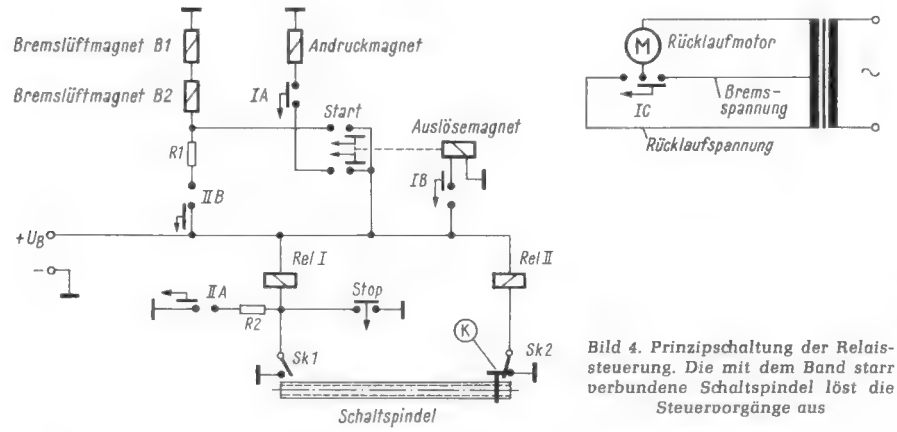

*Bild 4. Prinzipschaltung der Relaissteuerung. Die mit dem Band starr verbundene Schaltspindel löst die Steuervorgänge aus*
*Rechts: Bild 4. Chassisansicht des Tonbandteiles. Vorn die große Anzeigeskala, hinten ist stehend die gedruckte Platine zu erkennen*
Die Mechanik des Gerätes weist zahlreiche interessante Einzelheiten auf. *Bild 4* vermittelt zunächst einen Gesamteindruck vom Chassis. Das 10 cm breite Band wird auf zwei hier senkrecht stehenden Trommeln aufgewickelt. Der Tonkopf sitzt auf einer senkrechten Schlittenführung. Die Höhe wird durch den Spurwähler eingestellt. Weil die komplizierten mechanischen Steuervorgänge der üblichen Tonbandgeräte entfallen, ergibt sich eine sehr einfache Wirkungsweise. Ein Spaltpolmotor treibt über einen elastischen Flachriemen eine Schwungmasse an. Von ihr wird das Drehmoment über ein Gummireibrad auf die Aufwickeltrommel übertragen. Da es sich jeweils um das gleiche Tonband handelt, war es nicht notwendig, das Band mit einer definierten Geschwindigkeit am Kopf vorbeizuführen. Die Bandgeschwindigkeit beträgt daher im Mittel 12 cm/sec. Sie unterschreitet in keinem Fall 9,5 cm/sec. Die Geschwindigkeit ist zwar abhängig von der Stärke des Wickels der Antriebsspule, doch können sich diese Unterschiede nicht auf die Wiedergabegeschwindigkeit auswirken, weil stets konstante Verhältnisse vorliegen.
Die zweite Forderung, einfache Bedienbarkeit, verlangt zunächst den Fortfall aller überflüssigen Bedienungselemente. Abgesehen von den Einstellern für Lautstärke und Klangfarbe hat der Magnetbandspieler nach *Bild 4* lediglich noch einen Startknopf sowie den mechanischen Spurwahlschalter, mit dem die Stufenscheibe betätigt wird. Hingegen fehlen die sonst üblichen Tasten für Vor- und Rücklauf.
Zum Verständnis der in Bild 4 wiedergegebenen Prinzipschaltung muß nochmals auf Bild 3 verwiesen werden. Dort ist die mit dem Aufwickelteller (13) starr verbundene Schaltspindel (14) zu erkennen, auf der sich bandtransportabhängig ein Kontaktschlitten (15) bewegt. Durch ihn werden zwei Schaltkontakte betätigt, und zwar am Bandanfang Sk 2 (16), am Bandende Sk 1 (17).
In der Bereitschaftsstellung des Gerätes (Bild 4) ist eine beliebige Spur gewählt, die Starttaste jedoch nicht gedrückt. Das Band steht also in der Anfangsstellung, sozusagen auf dem Startpunkt, wobei der Schaltkontakt Sk 2 durch den Kontaktschlitten (K) geschlossen wird. Die Bremslüftmagnete B 1 und B 2 sind nicht angezogen, es werden also beide Spulenteller gebremst und erst freigegeben, wenn die Starttaste betätigt wird. Hierbei erfolgt über den Andruckmagneten der Bandtransport, wobei sich gleichzeitig der Kontaktschlitten in Richtung Schaltkontakt Sk 1 bewegt, während Sk 2 geöffnet wird. Der Kontakt Sk 1 ist so justiert, daß er kurz nach Beendigung der Aufzeichnung bzw. am Bandende vom Kontaktschlitten geschlossen wird. Relais I zieht an, unterbricht mit seinem Kontakt I A den Bandandruck und damit den Bandtransport, über den Kontakt I B läßt der Auslösemagnet die Starttaste in die Aus-Stellung zurückspringen. Über den Kontakt I C wird der Rückwickelmotor von einer Ablaufbremsspannung auf die höhere Rückwickelspannung umgeschaltet und damit automatisch der Rückwickelvorgang eingeleitet. Die Bremslüftmagnete B 1 und B 2 bleiben über den Haltewiederstand R 1 angezogen, während Relais I beim Zurückfahren des Kontaktschlittens – Sk 1 hat inzwischen wieder geöffnet – über den Haltewiderstand R 2 gehalten wird.
Als Spurwahlschalter wird zur besseren Übersicht zweckmäßig ein 16fach-Drucktastenaggregat verwendet, das den mechanisch arbeitenden Spurwahlschalter aus dem Gerät nach Bild 4 ersetzt. Hinzu kommt der sogenannte Betriebsartenschalter (A 1, A 2, A 3), der die folgenden vier Betriebsarten zuläßt: Normalbetrieb, Wiederholen der gewählten Spur, Fortschalten auf die nächstfolgende Spur und Spurvorwahl.